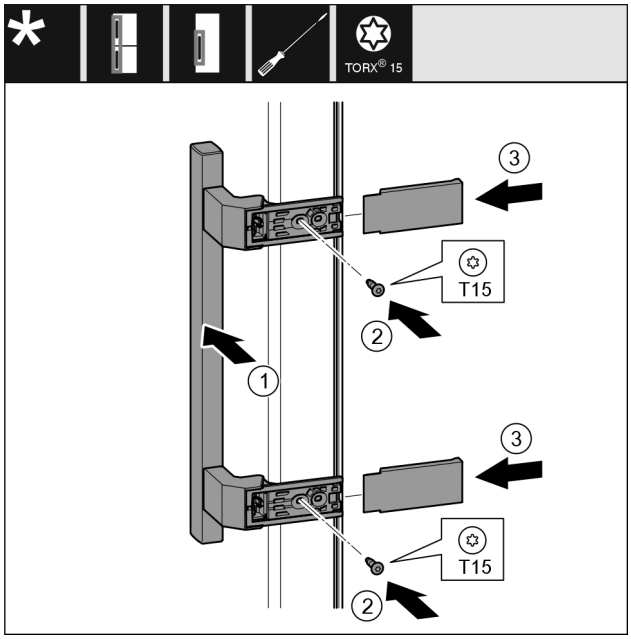

Fig. 26
- ▶ Breng het handvat *Fig. 26 (1)* aan de andere kant aan.
- ▶ Schroeven *Fig. 26 (2)* met een schroevendraaier vastschroeven.
- ▶ Plaats de afdekkingen *Fig. 26 (3)* op de zijkanten en schuif ze erop.